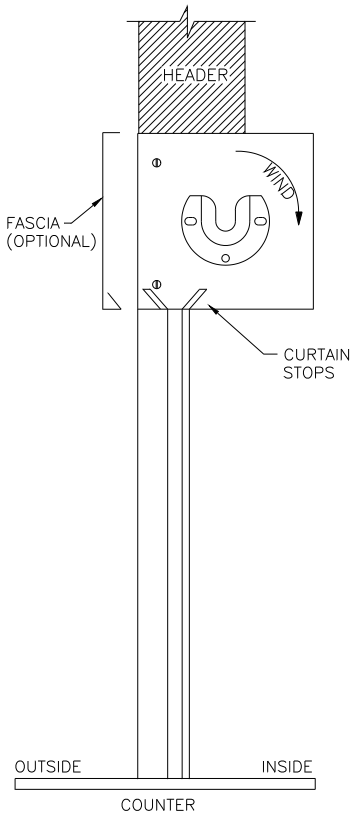

FIGURE 1
STEP 5: Wind (see arrow Figure 1) with clicking device assembled as shown in Section AA (Sheet 2). See specification sheet for approximate clicks.